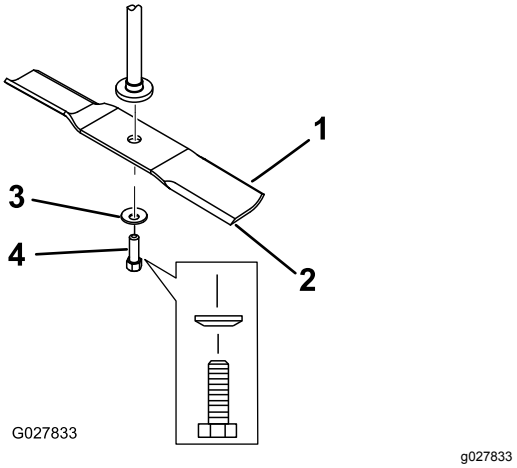

Figur 56
2. Fjern knivbolten, bueskiven og kniven fra spindelakselen (Figur 56).
1. Monter kniven på spindelakselen (Figur 56).
2. Monter bueskiven (den hule siden skal vende mot kniven) og knivbolten (Figur 56).